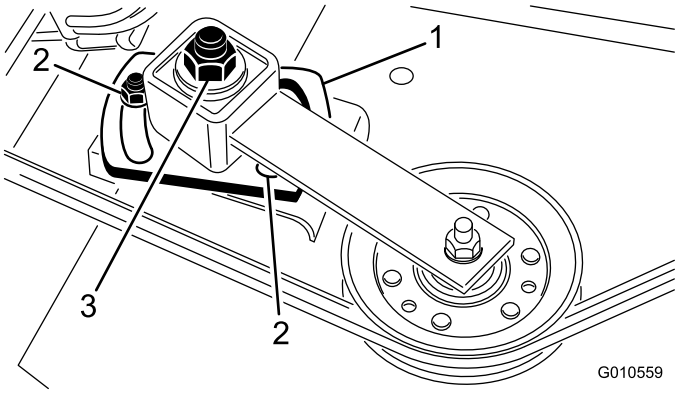

Figur 30
6. Dra åt remskivans justeringsmutter till 47–54 Nm med en hylsa och en momentnyckel (Figur 30).